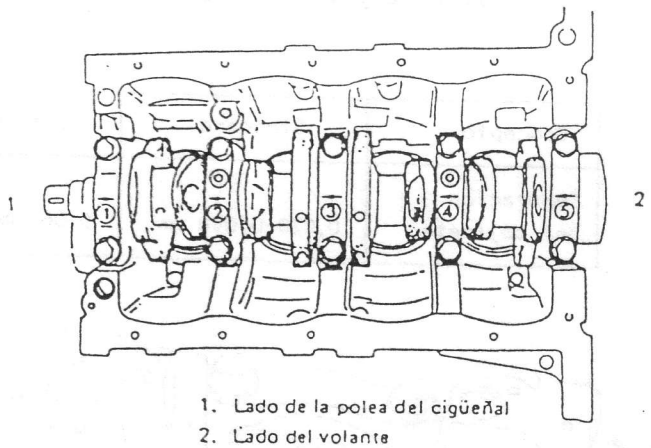

Fig. 3-5-43 Instalación de las tapas de cojinetes
- En cada tapa de cojinete principal, aparece estampada una marca en forma de flecha y un número, según se indica en la Fig. 3-5-43.